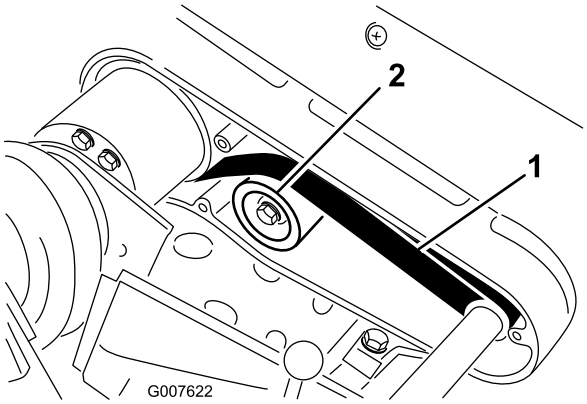

**Figur 42**
2. Kontroller hvor stram remmen er ved å presse på mellomspennet (Figur 42) med en kraft på 22–26 N. Remmen skal gi etter 6 mm.
A. Løsne monteringsmutteren på lederullen, og vri lederullen med klokken mot baksiden av remmen helt til du oppnår ønsket remspenning (Figur 42).